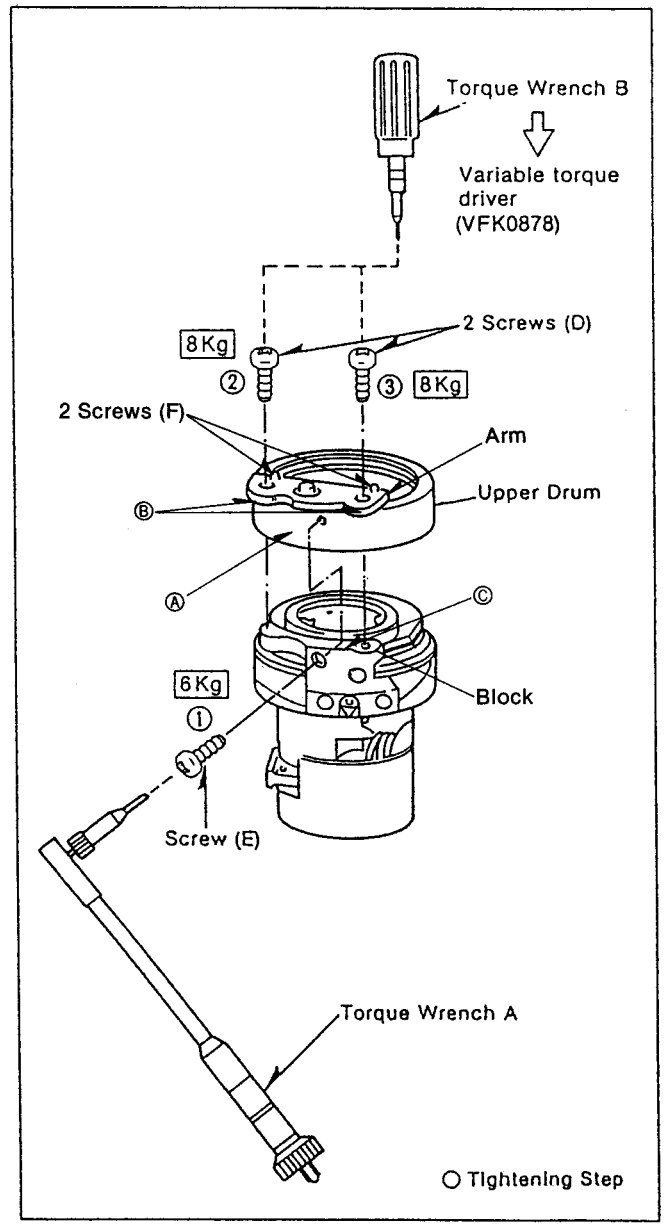

Fig. 23 Install Upper Drum
Clean the arm block and upper drum of attachment portions (A, B and C portions) as shown in Figure 23.
12) Clean the block and upper drum of attachment surfaces (A,B and C portions) as shown in Figure 23. Remove the drum replacement tool and attachment shaft.